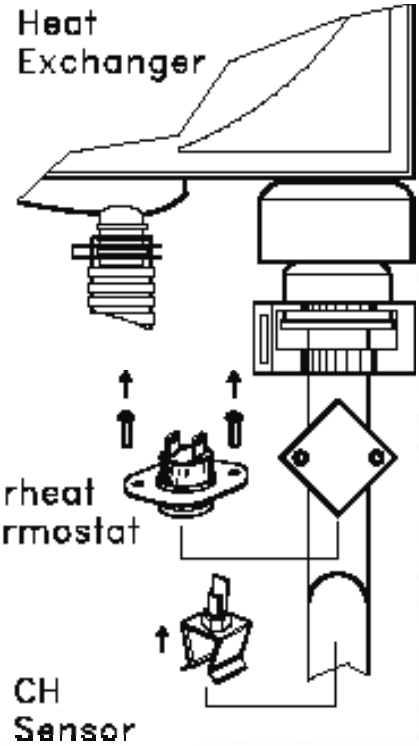

Fig.43
8.18 TO REMOVE/REPLACE THE CENTRAL HEATING AND/OR DOMESTIC HOT WATER THERMISTOR (Fig.43).
8.19 TO REMOVE/REPLACE OVERHEAT THERMOSTAT (Fig.43).